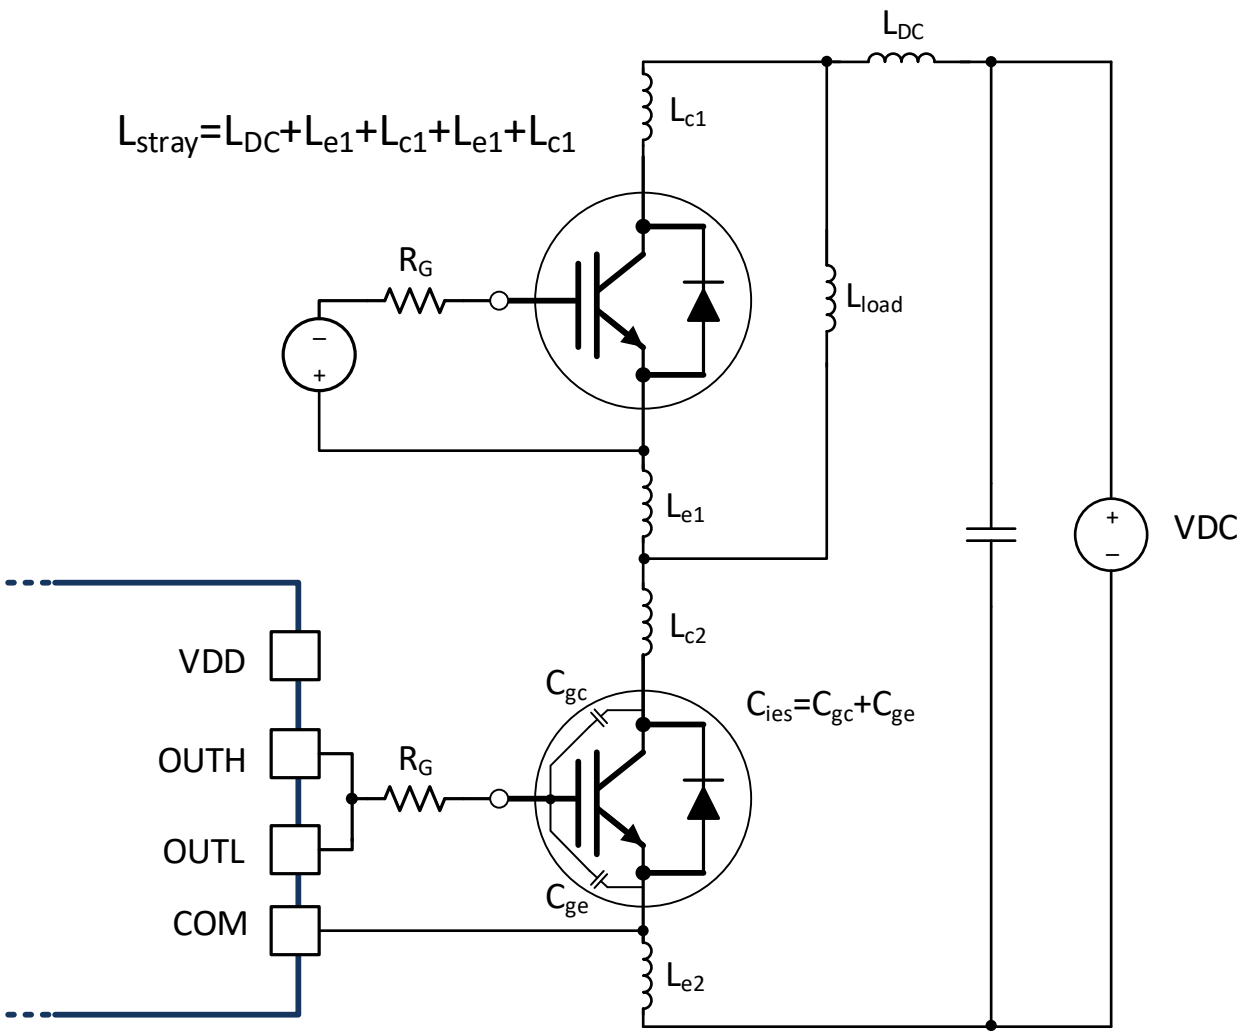

**Figure 9-6. Stray Parasitic Inductance of IGBTs in a Half-Bridge Configuration**
- $L_{stray}$ is the stray inductance in power switching loop, as shown in Figure 9-6